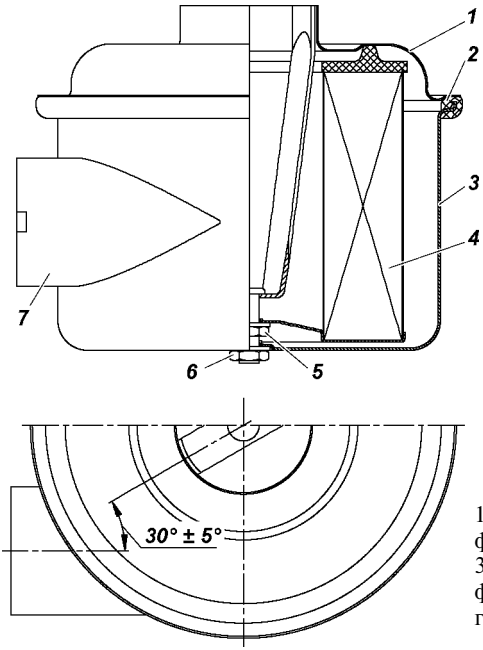

Рис. 9.10. Воздушный фильтр:
- отверните гайку 6 (рис. 9.10) и выньте из корпуса фильтра крышку 1 с фильтрующим элементом 4;
- установите новый фильтрующий элемент, соберите воздушный фильтр, сориентировав крышку относительно корпуса, как показано на рис. 9.10;